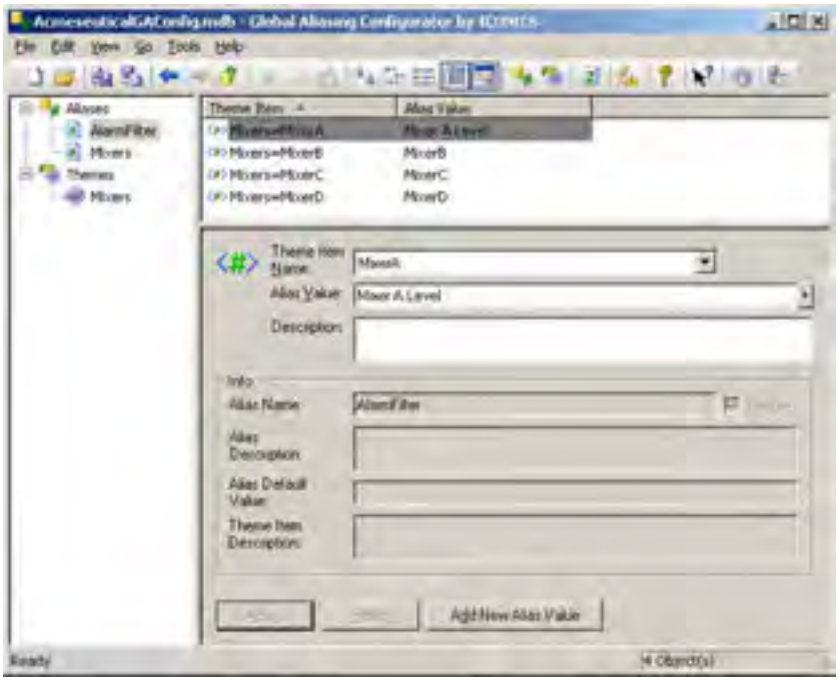

Figure L13.6 - New Alarm Filter Alias Value
7. Change the Alias Value to "**MixerA Level**," as depicted in Figure L13.6. Click "Apply" to commit the changes to the database.